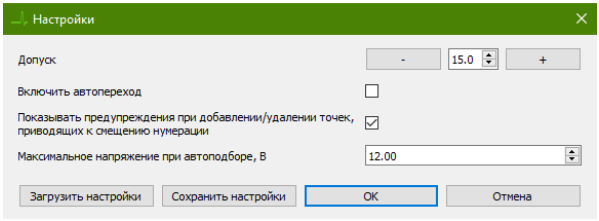

Рисунок 4.14 - Окно настройки порога ошибки измерений ПО EPLab.
7. Измените значение допуска, для этого перейдите в **Файл ► Настройки** главного меню и установите нужное значение в поле "Допуск" (рис. 4.14).